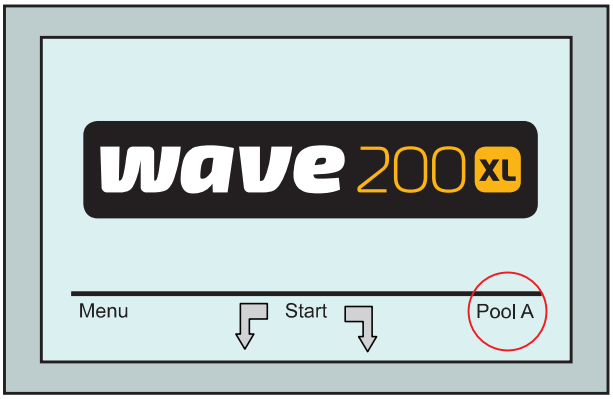

Figuur 4: *Wave* scherm waar Zwembad A als standaard instelling wordt getoond
1. Ga naar het *Wave* scherm. Zwembad A wordt in figuur 4 als de huidig gedefinieerde instelling getoond.